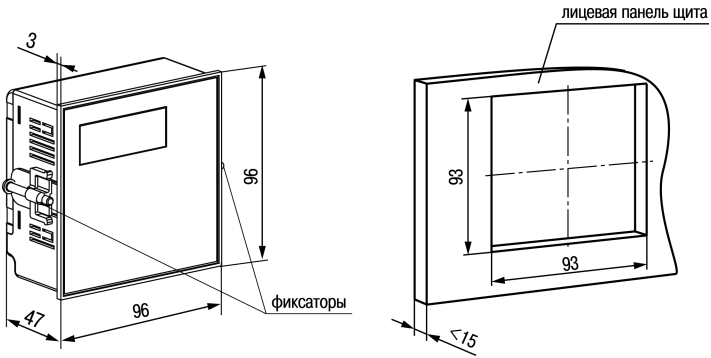

Рисунок 4.10 – Габаритные размеры корпуса Щ11
1. Подготовить на щите управления место для установки прибора (см. *рисунок 4.10*).